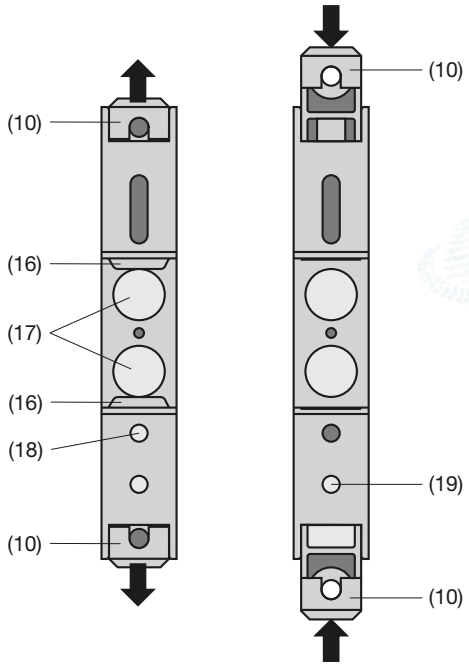

Fig. 8. Rear of device.
The wile pressing the latch (18) in the base of the device (Fig. 8, left), pull out the transmitter securing brackets (10).
To return the brackets to their original positions, the latch (19) in the base of the device has to be depressed before applying pressure to the securing brackets (10) (see Fig. 8, right).